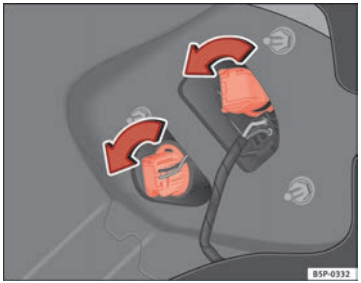

Fig. 193 Luci sulla carrozzeria
– Girare il portalampade in senso antiorario ⇒ fig. 193.